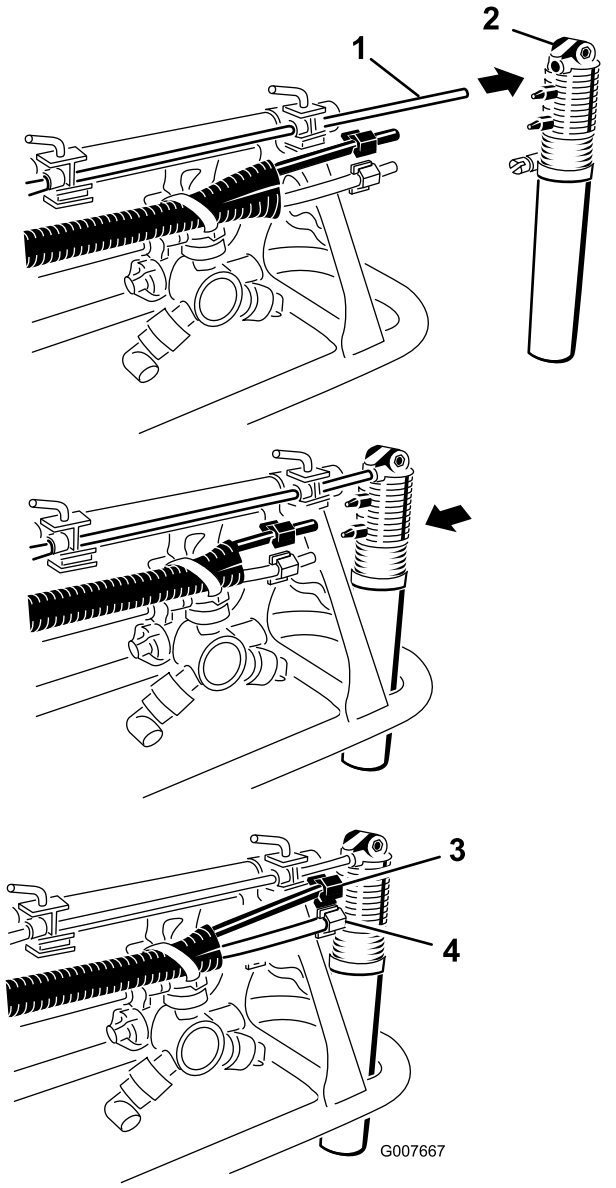

Figuur 14
6. Zoek de schuimspuitdoppen tussen de losse onderdelen. Monteer een spuitdop op de montagestang zoals op de afbeelding (Figuur 14).